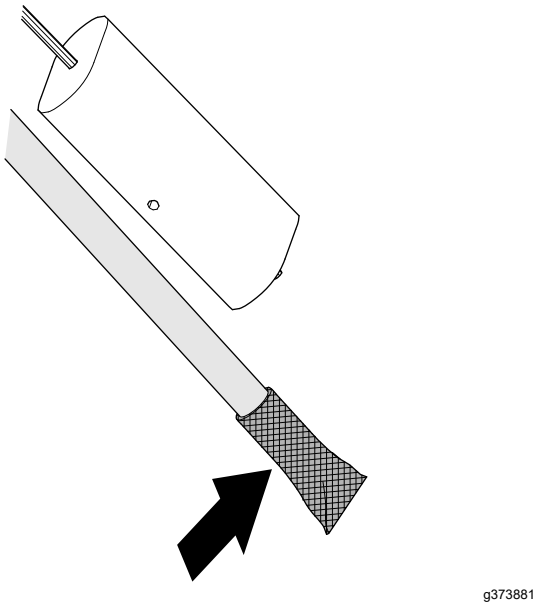

Figuur 91
1. Reinig het scherm aan het uiteinde van de brandstofaanzuigbuis (Figuur 91).